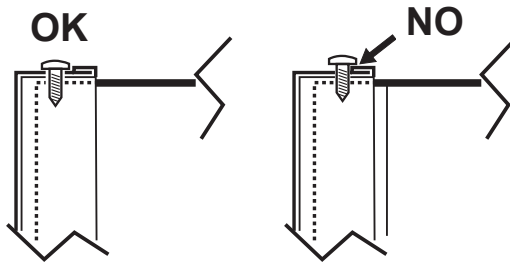

fig. 16 - montaggio con viti inferiori
3. Procedere in ordine inverso per rimontare il pannello anteriore. Assicurarsi che sia fissato correttamente al pannello superiore e completamente in appoggio sui pannelli laterali. La testa della vite "A", una volta serrata, deve essere posizionata come indicato in "fig. 16 - montaggio con viti inferiori").